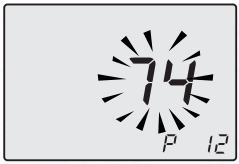

Fig. 7.48
- Scroll the various parameters using keys 17 or 18 until the letters **P12** are displayed on the LCD display and the value of the parameter (79=Activ A Plus 30C or 86=Activ A Plus 35C), indicating that ”parameter 12” (Fig. 7.48) has been activated.